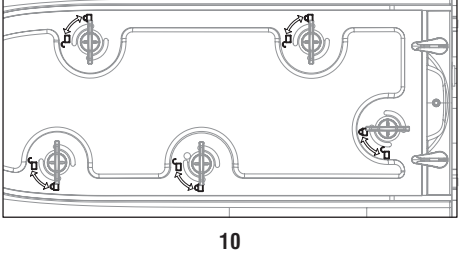
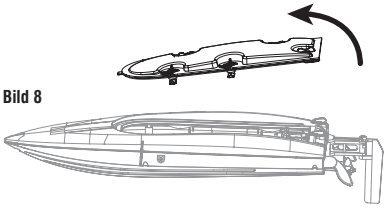

Bild 7
Bild 8
2. Drehen Sie die fünf inneren Verschlüsse jeweils nach links zum öffnen (Bild 7). Dann können Sie die Innenverkleidung herausnehmen (Bild 8).